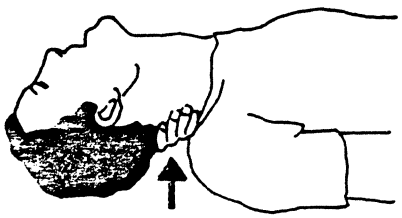

Figure 4.
c. Remove your mouth to let the victim breathe-out, and check that the victim's chest moves down. See Figure 4.